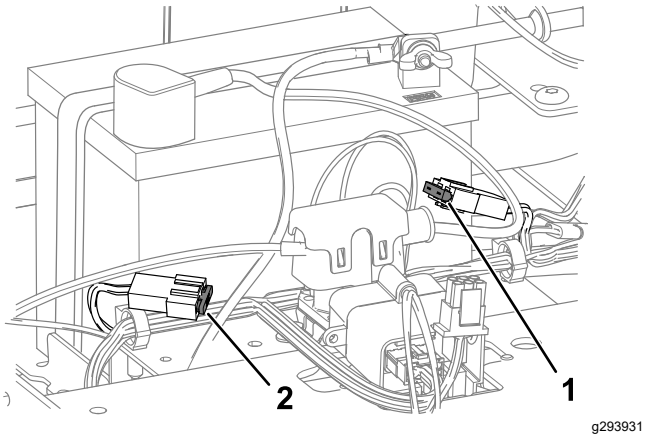

Figur 52
4. Om du behöver byta en säkring drar du i den för att lossa den (Figur 52).